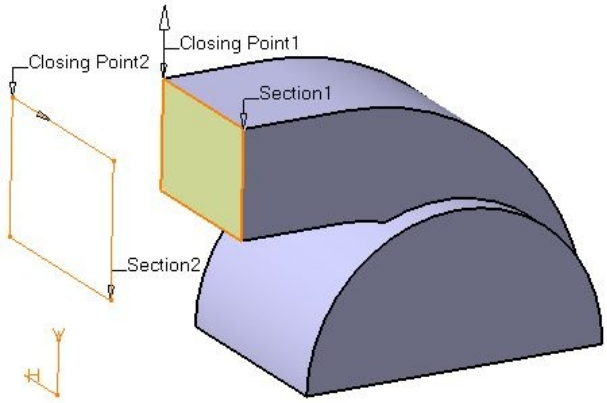

Figure 9-61 *Newly created curve and the relocated closing point*
6. Select the front planar face of the rib feature, as shown in Figure 9-61; you are prompted to select a new curve. Note that after selecting the front planar face as a section, a surface is automatically generated on the selected planar face. You can hide this surface after creating the multi-section solid.
7. Select the newly created curve and relocate the closing point, as shown in Figure 9-61.